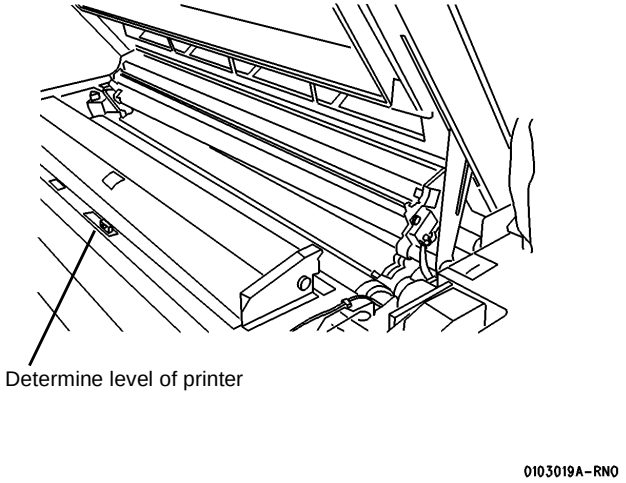

**Figure 21 Checking and Adjusting the Printer Level**
31. Figure 21: Check the level of the printer.